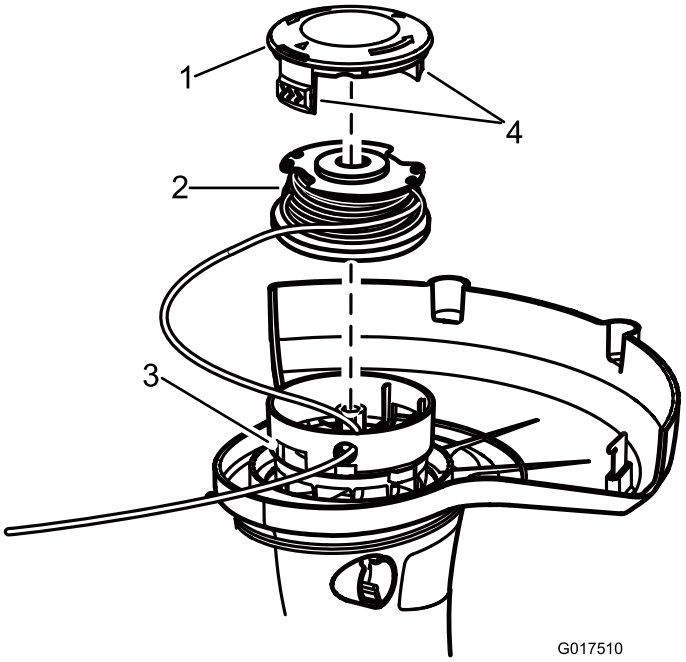

Figura 13
2. Presione las pestañas laterales del retén del carrete (Figura 13).
2. Retire el carrete. Ver Cambio del carrete (Figura 13).